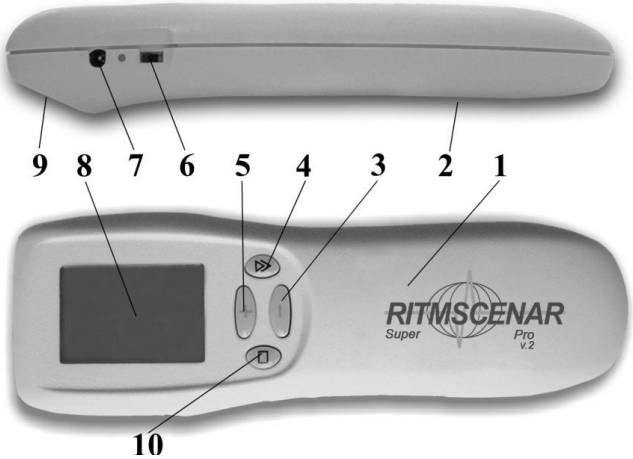

Abb.14
4.1 Das Gerät ist in Abb.14 dargestellt. Das Gerät hat eine obere Abdeckung 1 mit einem Bildschirm 8, ein Gehäuse mit einer eingebauten Elektrode 9 und eine Batteriefachdeckel 2. Alle Komponenten mit Ausnahme der Batterien befinden sich auf der Leiterplatte im Gehäuse des Geräts.